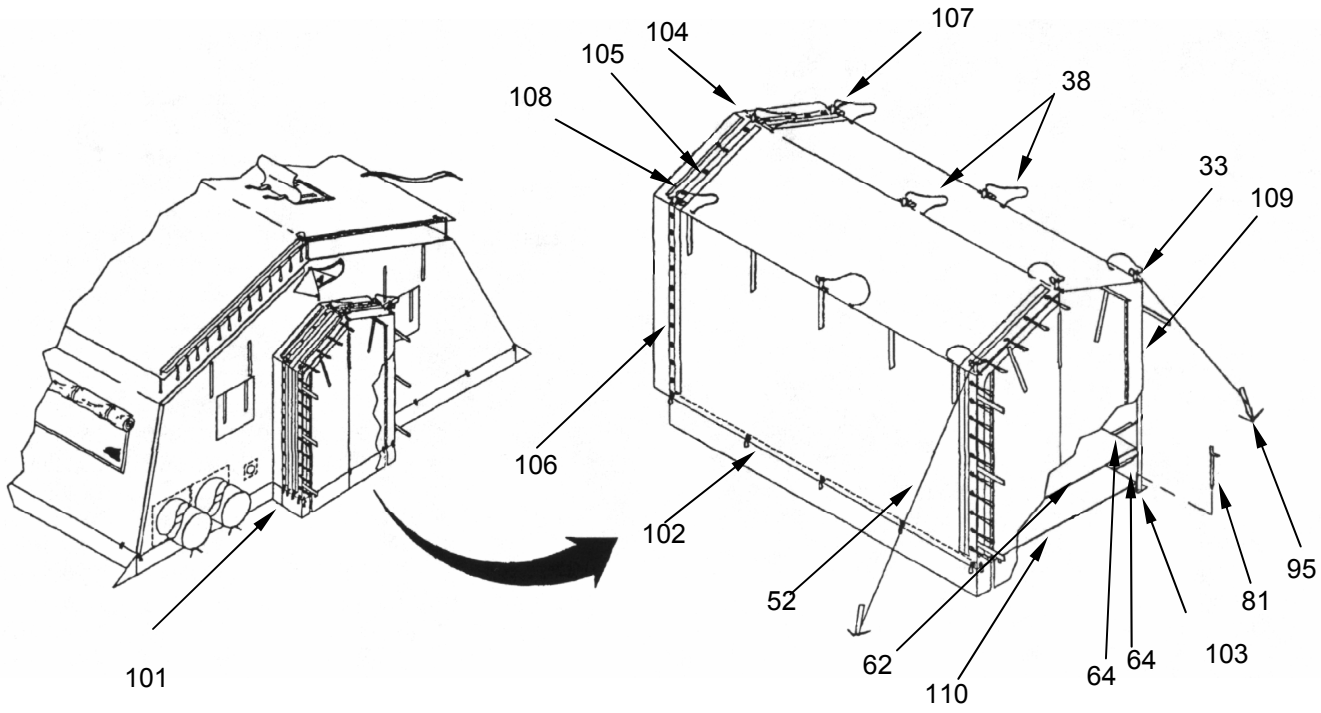

Figure 40. Install the Vestibule.
1. Unroll vestibule adapter **(Figure 40, Item 101)** tent door.
2. Identify and lay out guy lines **(Figure 40, Item 52)**.
3. Identify and lay out vestibule fabric **(Figure 40, Item 102)**.
4. Identify, lay out and assemble vestibule frame sections **(Figure 40, Item 103)** inside of TEMPER tent.
5. Identify ridge spindle grommets **(Figure 40, Item 104)** at one end of vestibule **(Figure 40, Item 102)** and vestibule adapter **(Figure 40, Item 101)**.
6. Align vestibule spindle grommets **(Figure 40, Item 105)** with vestibule adapter spindle grommet **(Figure 40, Item 106)**.
7. Insert vestibule frame spindles **(Figure 40, Item 107)** in vestibule adapter and vestibule spindle grommets **(Figure 40, Items 105,106)**.
8. Secure ridge grommets **(Figure 40, Item 104)** with hitch clip pins **(Figure 40, Item 38)**.
9. Becket lace the vestibule fabric **(Figure 40, Item 102)** to the adapter **(Figure 40, Item 101)** starting at the ridge and working towards each eave.
11. Cover with weather seal flaps **(Figure 40, Item 108)**.
12. Install remaining hitch clip pins **(Figure 40, Item 38)**.
14. Carefully bring one completed vestibule frame **(Figure 40, Item 103)** underneath vestibule **(Figure 40, Item 101)**.
15. Place completed vestibule frame spindles **(Figure 40, Item 107)** through three grommets **(Figure 40, Item 105)** at center of vestibule.
16. Place hitch clip pins **(Figure 40, Item 38)** through spindles.
17. Carefully bring one completed vestibule frame **(Figure 40, Item 103)** underneath vestibule **(Figure 40, Item 101)**.
18. Place completed vestibule frame spindles **(Figure 40, Item 107)** through three grommets **(Figure 40, Item 105)** at end of vestibule.
19. Install vestibule door **(Figure 40, Item 109)** and secure ridge hitch clip pins **(Figure 40, Item 38)**.
20. Becket lace from ridge to eave, seal weather flap **(Figure 40, Item 108)** install remaining hitch clips pins **(Figure 40, Item 38)** and complete becket lacing.
21. Extend frames **(Figure 40, Item 103)** and fabric **(Figure 40, Item 102)**.
22. Install two guy lines **(Figure 40, Item 52)** under hitch clip pins **(Figure 40, Item 38)** on eave spindles **(Figure 40, Item 33)** of last vestibule frame.
23. Place 24-in. wooden stakes **(Figure 40, Item 95)** about 6 feet out, facing towards vestibule door.
24. Tie guy lines **(Figure 40, Item 52)** to stakes **(Figure 40, Item 95)** and tighten.
25. Secure vestibule fabric **(Figure 40, Item 102)** to vestibule frame **(Figure 40, Item 103)** with tie tapes.
26. Install a 12-in steel pin **(Figure 40, Item 81)** in base plates of end vestibule frame **(Figure 40, Item 103)**.
27. Identify and install single ply floor **(Figure 40, Item 110)** and secure with tie tapes **(Figure 40, Item 64)** to vestibule frame **(Figure 40, Item 102)**.
28. Install insulated floor **(Figure 40, Item 62)** on top of single ply floor **(Figure 40, Item 110)**.
29. Secure with tie tapes **(Figure 40, Item 64)**.